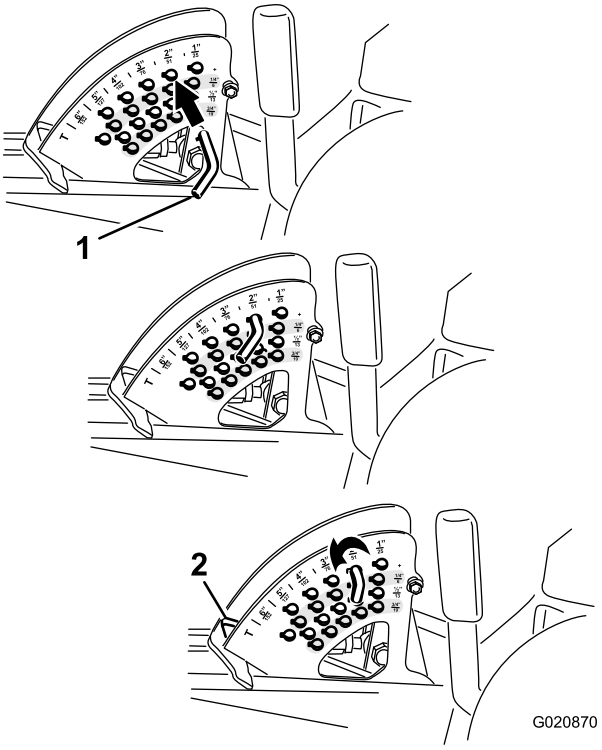

Figur 20
Bemærk: Plæneklipperskjoldet kan låses fast i den hævede position ved at hæve det til en position, der er højere end 15 cm, udtage stopstiften, der begrænser klippehøjden, og placere stiften i den position, der giver en klippehøjde på 15 cm (Figur 20).
2. Juster ved at dreje stopstiften, indtil skydestiften inden i den står ud for hakkene i hullerne i klippehøjdejusteringsbeslaget, og tag den af (Figur 20).
3. Vælg det hul i klippehøjdebeslaget, som svarer til den ønskede klippehøjde, isæt stiften, og drej den nedad for at låse den fast (Figur 20).
Bemærk: Der er fire rækker hulpositioner (Figur 20). Den øverste række giver den klippehøjde, der er anført over stiften. Den anden række fra oven giver den højde, der er anført, plus 6 mm. Den tredje række fra oven giver den højde, der er anført, plus 12 mm. Den nederste række giver den højde, der er anført, plus 18 mm. Til højdepositionen på 15,2 cm er der kun ét hul, og det sidder i anden række fra oven. Her lægges der ikke 6 mm til højdepositionen på 15,2 cm.